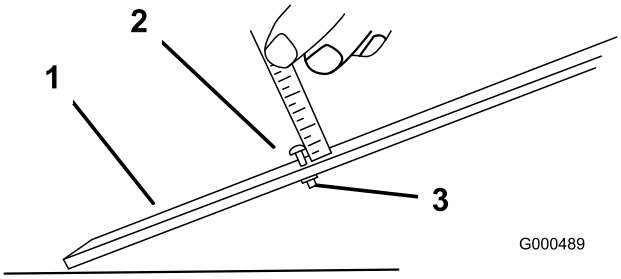

**Figur 48**
3. Løsn møtrikken på målestangen (Figur 48), og indstil justeringsskruen på den ønskede klippehøjde. Afstanden mellem skruehovedets bund og stangens flade udgør klippehøjden.